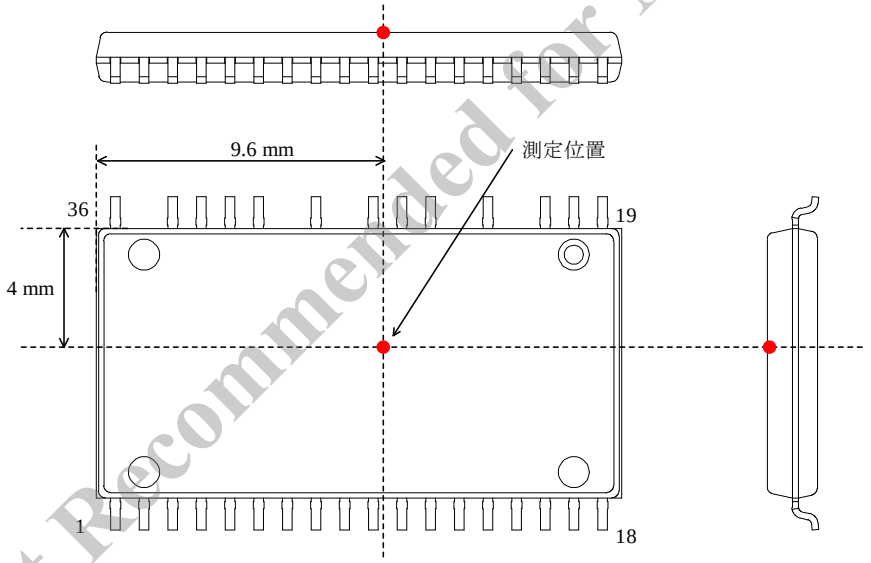

図 3-3　ケース温度測定位置
(1) ケース温度は図 3-3 で規定
(2) CEM-3、厚さ 1.6 mm、銅箔厚 35 µm の基板に実装し、モールドなし、自然空冷の場合